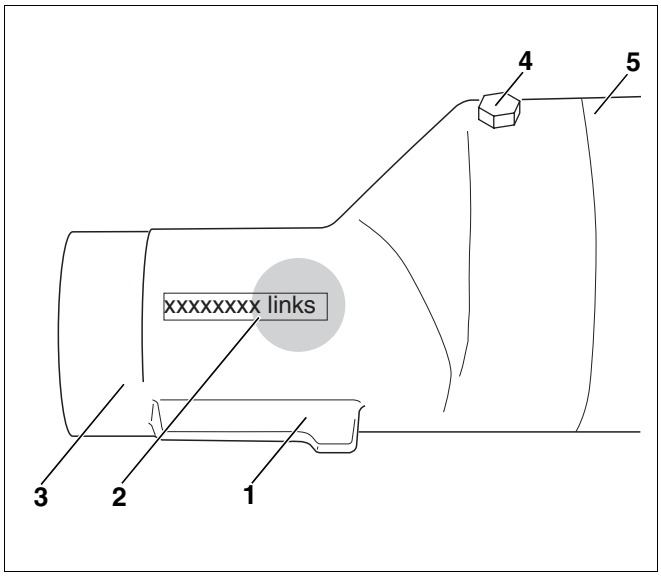

Afb. 24 Aansluitstuk injectiebuis links
door verkeerde montage van de aansluitstukken van de injectiebuis (afb. 24).
- Controleer of de dichtingen (afb. 24, **pos. 3**) van het aansluitstuk voorhanden zijn.
- Zorg ervoor, dat het linker aansluitstuk (bedrukt "links" vgl. afb. 24, **pos. 2**) in de bovenste ketelnaaf van het linker ketelblok en het rechter aansluitstuk (bedrukt "rechts") in de bovenste ketelnaaf van het rechter ketelblok, correct gemonteerd worden.
- Schuif het aansluitstuk van de injectiebuis (afb. 24) op het verlengstuk (afb. 24, **pos. 5**) en schroef het met een schroef M5 x 16 (afb. 24, **pos. 4**) aan het verlengstuk vast.